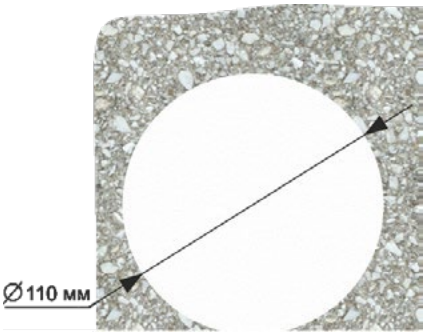

Рис.10
- Коронкой по бетону диаметром 110 мм в стене просверлить отверстие (см. рис.10). Глубина готового отверстия в стене должна быть не менее 42 мм. Этой глубины достаточно для установки монтажной коробки.